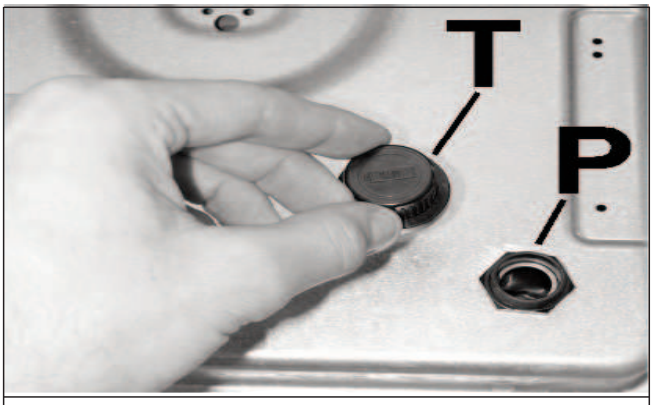

FIG. 12
- Løsne antenningstappen “T” (se fig. 12) og sett inn et batteri på 1.5 V (følger ikke med apparatet) med “+” polene vendt innover. Feste tappen igjen.